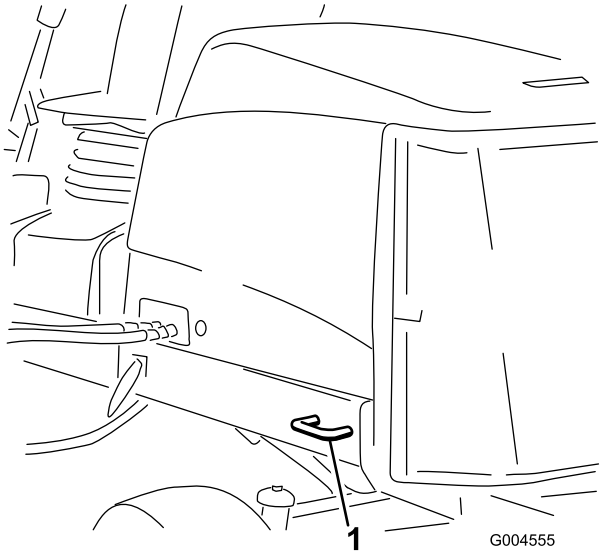

Figur 38
- Bag – på begge sider af maskinen på bagstellet (Figur 38).